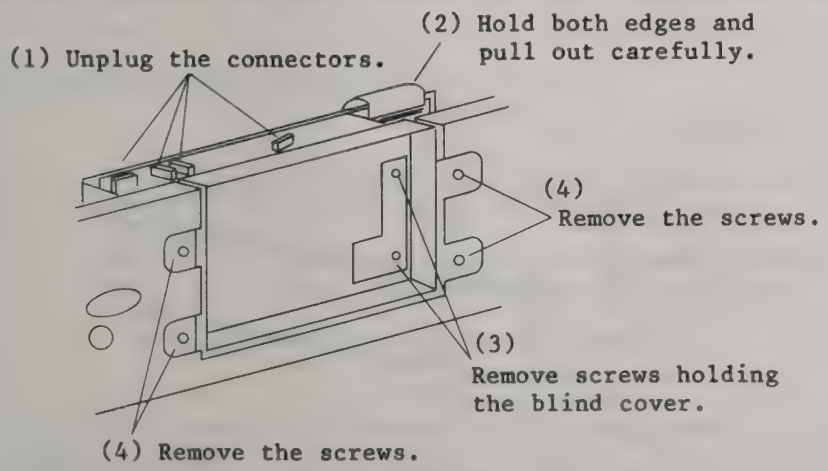

Fig. 4-39 Removing the side panel
2. Remove side panel screws and connectors shown in Fig. 4-39.